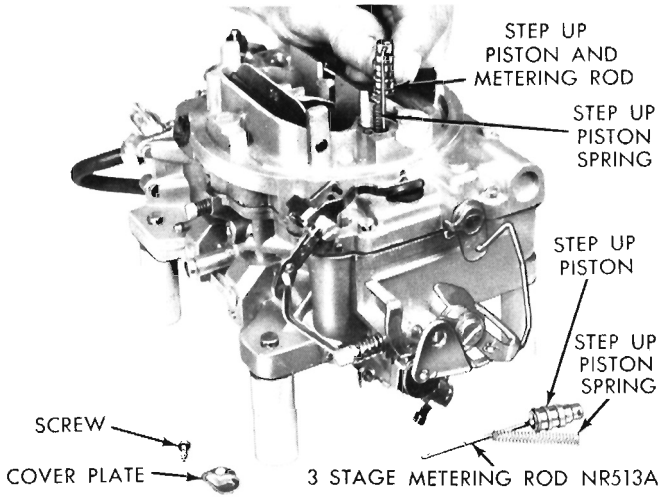

Fig. 2—Removing or Installing Step-Up Pistons and Rods
(1) Place carburetor assembly on repair stand Tool C-3400 or T-109-287S elevating legs. These tools are used to protect throttle valves from damage and to provide a suitable base for working.
(2) Remove hairpin clip that attaches fast idle connector rod to choke lever. Disengage rod from lever, then swing rod at an arc until it can be disengaged from fast idle cam.
(3) Remove hairpin clip that holds throttle connector rod in center hole of accelerator pump arm. Disengage rod from arm and lever, then remove from carburetor.
(4) Remove screws attaching step-up piston and rod cover plates. Hold cover down with a finger to prevent piston and rods from flying out. Lift off plates and slide step-up pistons and rods out of air horn, (Fig. 2). Remove step-up piston springs.
(5) Remove vacuum hose between carburetor throttle body and vacuum diaphragm.
(6) Remove clip from choke operating link and dis-